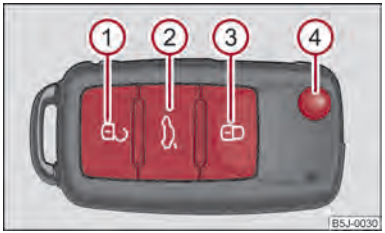

Fig. 17 Chiave a distanza
– Premere il tasto ① ⇒ fig. 17 per circa 1 secondo.